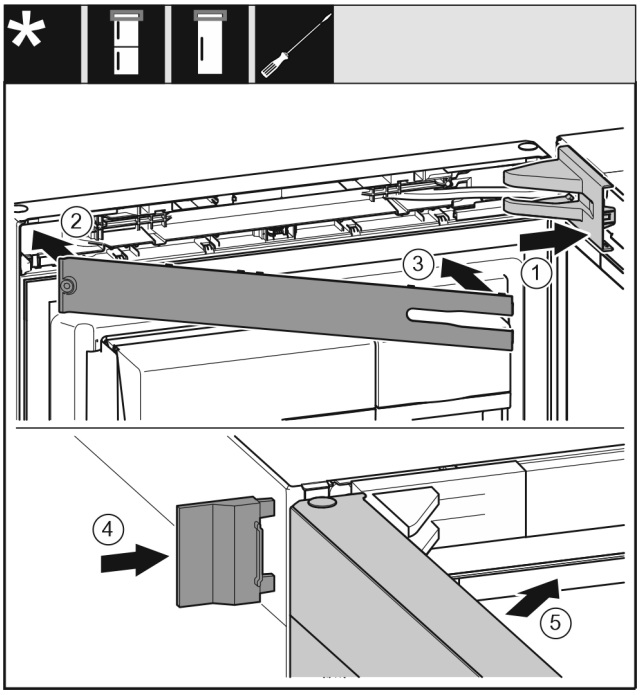

Fig. 26
▶ Put the swap bearing block cover *Fig. 26 (1)* on and engage, push apart carefully if required.
▶ Fit the trim *Fig. 26 (2)*.
▶ Swivel in the cover *Fig. 26 (3)* and engage.
▶ Push the outer cover *Fig. 26 (4)* on.
▶ Close the upper door *Fig. 26 (5)*.